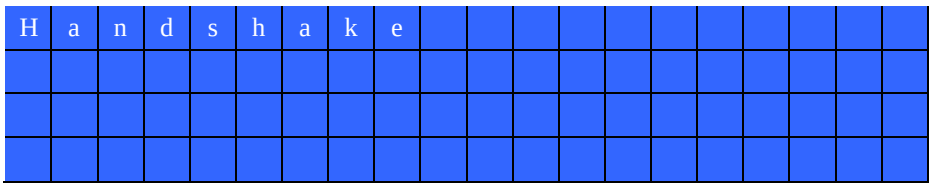

Рис.9
6.5 После подключения разъема кабеля ЗУ к электромобилю ЗУ и BMS (система управления батареей) электромобиля переходят в режим установления связи между собой (программный уровень). На LCD выводится следующая информация, рис.9